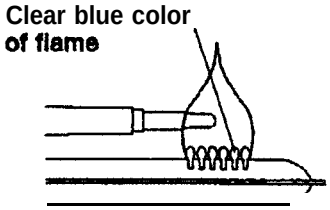

FIG. 13
9. Before removing burner jet, clean burner area of soot and scale that **fell** out of flue tube. Remove the bumer jet. Soak the- jet in wood alcohol and Mow it out with compressed air. Re-install and tighten burner jet NOTE: The color of the flame shall be clear blue over the slots of the burner. (See FIG. 13).